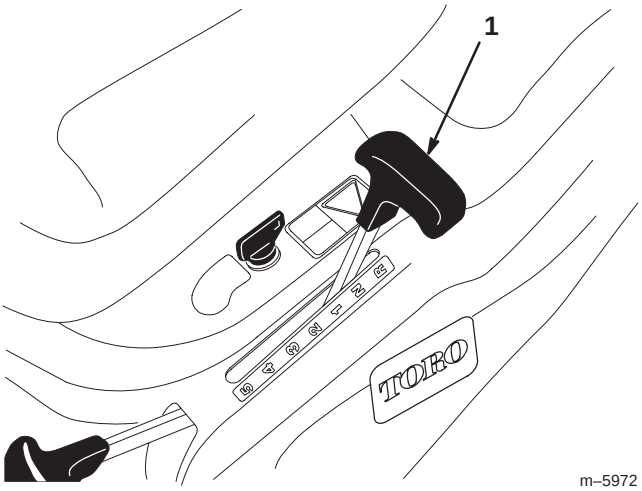

Bild 6
3. Stellen Sie den Schalthebel auf Neutral „N“ (Bild 6).